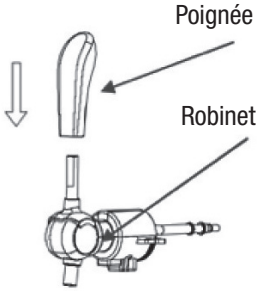

Figure 3
2. Montez la poignée sur le robinet puis connectez les et vérifiez que les deux extrémités soient parfaitement en contact (Figure 3).